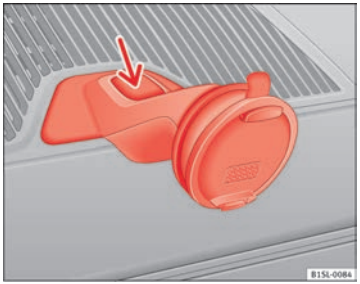

Fig. 121 Remove the navigator holder.
- Press the holder release button ⇒ fig. 121 (arrow).